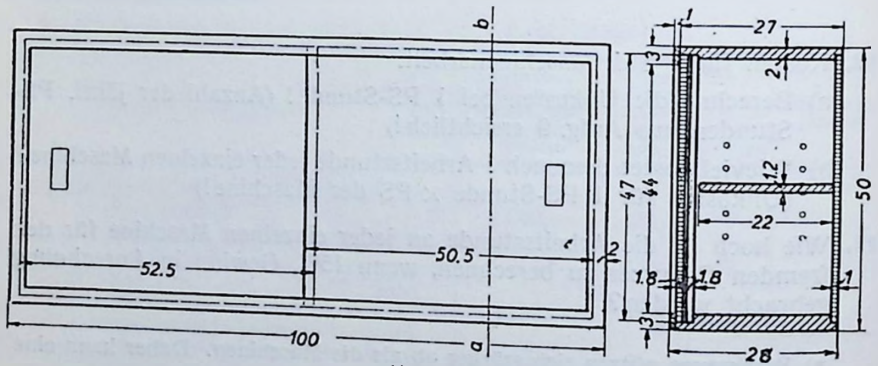

Abb. 70.
1. Berechne den **Verkaufspreis des Wandschrankes**! (Abb. 70.) Kiefer, elfenbein lackiert.